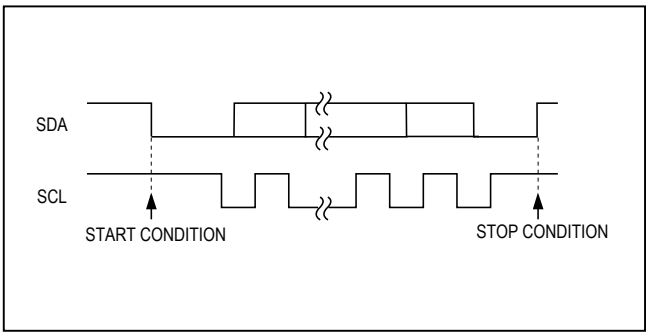
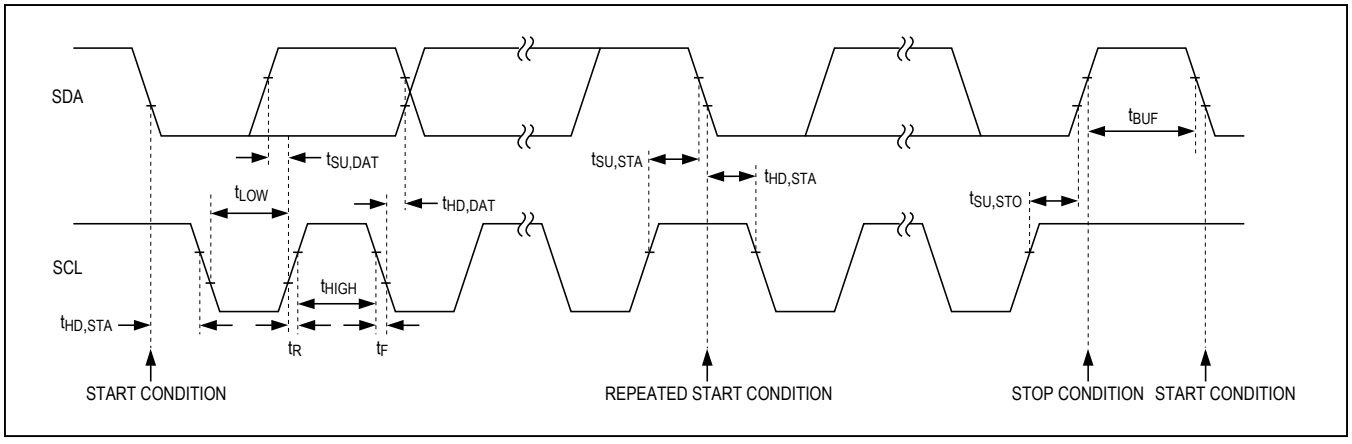
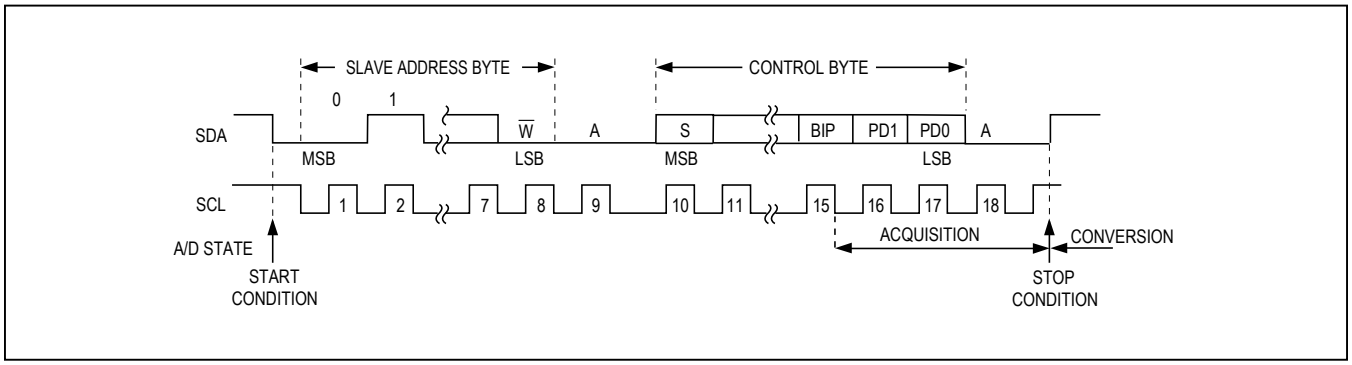

Figure 4. START and STOP Conditions
Figure 5. 2-Wire Serial-Interface Timing Diagram
Figure 9. Complete 2-Wire Serial Write Transmission
The master signals the beginning of a transmission with a START condition (S), which is a high-to-low transition on SDA while SCL is high. When the master has finished communicating with the slave, the master issues a STOP condition (P), which is a low-to-high transition on SDA while SCL is high (Figure 4). The bus is then free for another transmission. Figure 5 shows the timing diagram for signals on the 2-wire interface. The address-byte, control-byte, and data-byte are transmitted between the START and STOP conditions. The SDA state is allowed to change only while SCL is low, except for the START and STOP conditions. Data is transmitted in 8-bit words. Nine clock cycles are required to transfer the data in or out of the MAX127/MAX128. (Figures 9 and 10).
When the write bit is set (R/$\overline{W}$ = 0), acquisition starts as soon as Bit 2 (BIP) of the input control-byte has been latched and ends when a STOP condition has been issued. Conversion starts immediately after acquisition. The MAX127/MAX128's internal conversion clock frequency is 1.56MHz, resulting in a typical conversion time of 7.7µs. Figure 9 shows a complete write cycle.